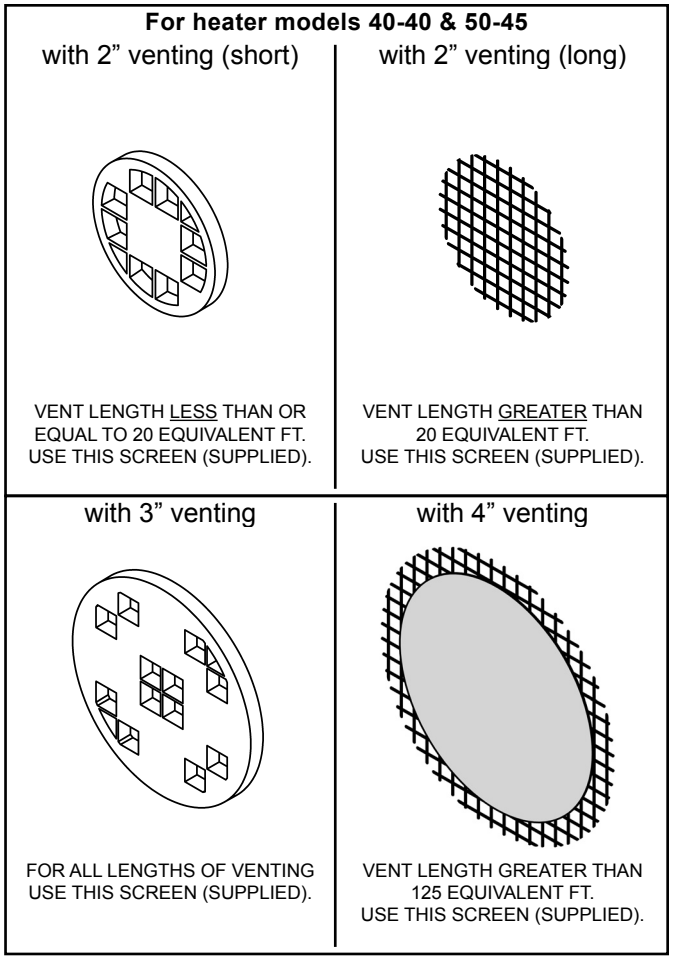
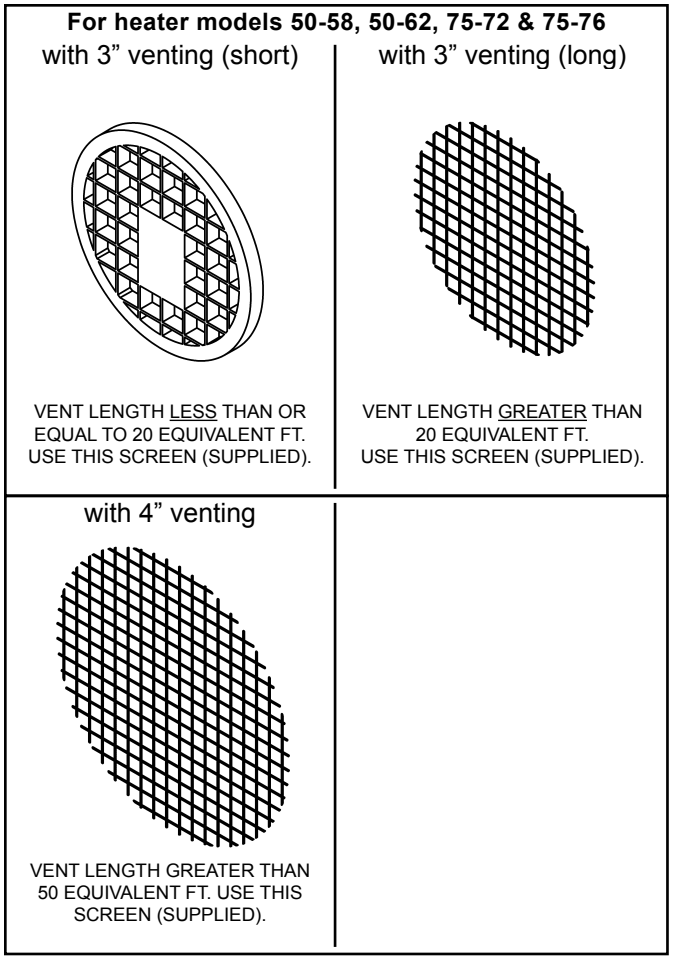

**Figure 36.**
**Figure 37.**
* see Figure 36 and Figure 37
Use the appropriate vent termination screen as shown in Figure 36 & Figure 37. Install the vent termination screen in both the air intake pipe and the exhaust pipe.
This water heater includes one (1) pair of more restrictive vent screens and one (1) pair of less restrictive vent screens (see Figure 36 & Figure 37). For safety and optimum efficiency performance, ensure the correct vent screen is installed for the vent length in your installation. A vent screen is required to keep foreign objects, rodents and small birds from entering the venting system. These screens have been sized to ensure maximum energy efficiency of the vent system based on the "equivalent length" of the vent piping. CHOOSE ONLY the ONE SCREEN THAT MATCHES YOUR VENTING CONFIGURATION (see Figure 36 & Figure 37). The vent screen MUST be installed for proper operation of the water heater. How to determine the "equivalent length" is shown in Table 4.
- Supplied with this heater are several vent screens (see Figure 36 & Figure 37).